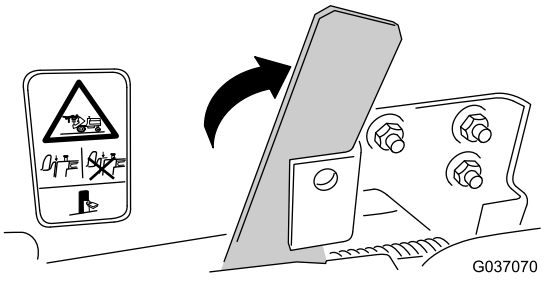
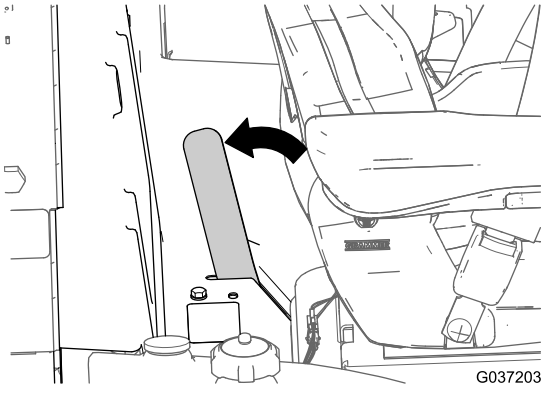

Figura 39
Figura 40
3. Baje la plataforma del todo y mueva la palanca de bloqueo hacia la parte trasera del cortacésped (Figura 39 o Figura 40) hasta que los cierres se enganchen del todo en la barra de bloqueo.